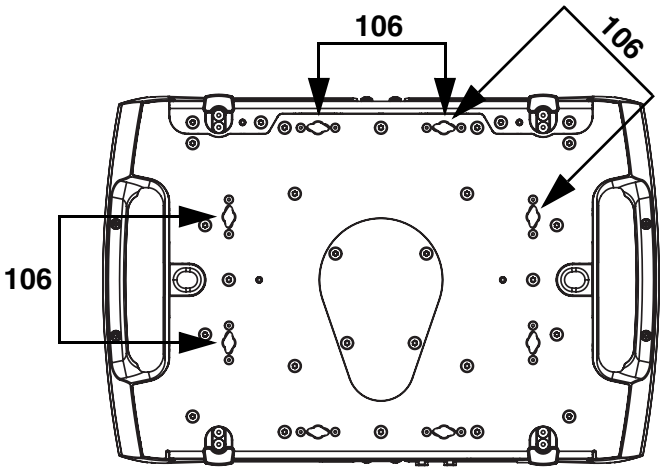

Bild 3: Montagepositionen der Omega-Adapter
Vier Paar Schnellverschluss-Aufnahmen an der Unterseite der Basis können zur Montage von Omega-Adaptern mit 106 mm Verschlussabstand verwendet werden (siehe Bild 4). Die Omega-Adapter können parallel oder diagonal zum Gerät montiert werden (siehe Bild 3).
3. Siehe Bild 3 auf Seite 9. Setzen Sie die Klemme auf zwei passende Montagepunkte in der Basis des Geräts. Führen Sie die Schnellverschlüsse ein und verriegeln Sie die Verschlüsse durch eine 90°-Drehung im Uhrzeigersinn.